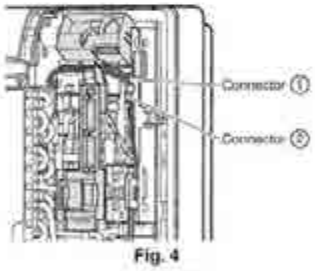
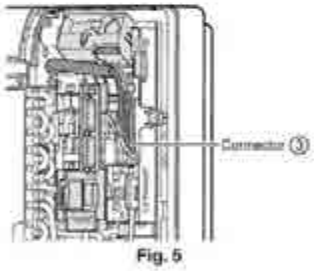

Fig. 4
Fig. 5
4) Remove connectors ① ② ③. (See **Fig. 4** and **Fig. 5**)
13) Install the connectors ① ② and guide the cord as shown in the figure. (See **Fig. 4**)
14) Install connector ③ and guide the cord as shown in the figure. (See **Fig. 5**)